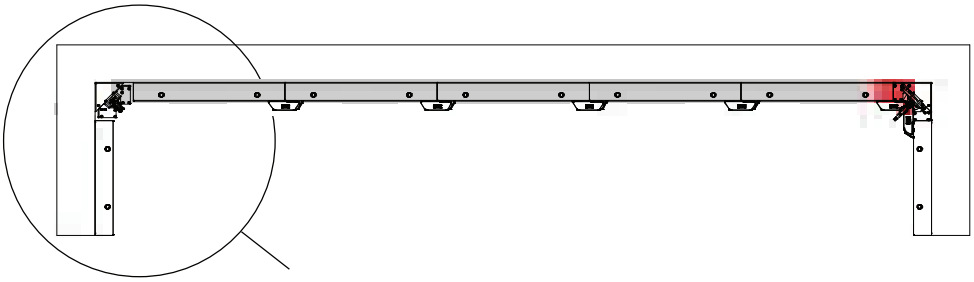

Abb. 33.2
2. M-Auschalecke betätigen (Abb. 33.2 und Seite M350-32 bis -34).